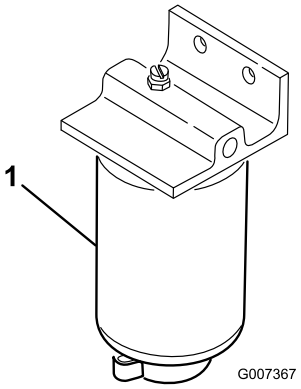

Figur 54
1. Sätt en ren behållare under bränslefiltret (Figur 54).